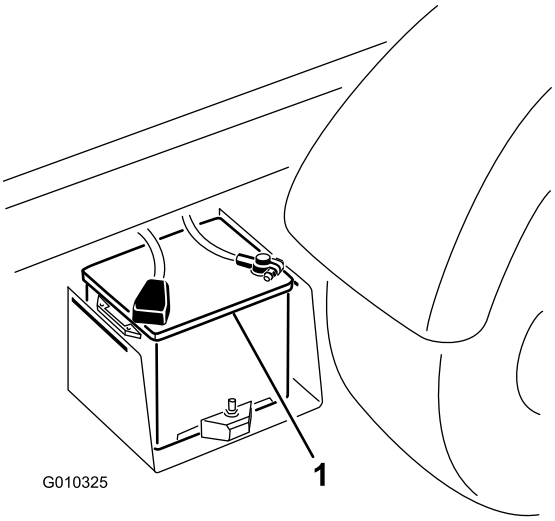

**Figur 48**
2. Forbind et startkabel mellem pluspolerne på de to batterier (Figur 48). Pluspolen kan identificeres med et +-tegn oven på batteridækslet.